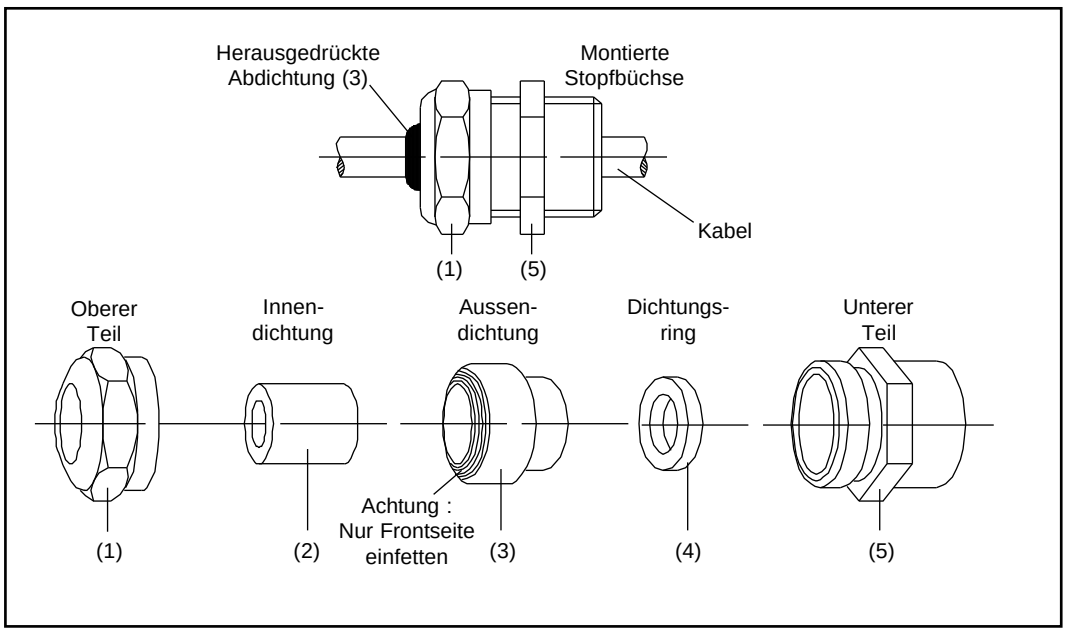

Bild 4-4 : Stopfbüchse (Allgemeine Ansicht und Perspektivdarstellung).
- Kabel durch die Stopfbüchsen des Lastmessverstärkers stossen. Dabei soll folgendermassen vorgegangen werden (siehe auch Bild 4-4) :
- Element (1) im Gegenuhrzeigersinn losschrauben. Das Element (5) soll dabei nicht vom Gehäuse entfernt werden.
- Dichtungen (2) und (3) aus Element (1) herausnehmen(die Elemente (2) und (3) ermöglichen ein Anpassen der Stopfbüchse an die verschiedenen Kabeldurchmesser). Das Element (2) kann vom Element (3) durch Herausdrücken getrennt werden.
- Kabel durch Elemente (1), (2) (wenn eingesetzt), (3), (4) und (5) hindurchstossen.
- Elemente der Stopfbüchse zusammenmontieren und fest anziehen. Damit die erwünschte Dichtheit erreicht wird, muss Element (3) mit Silikon eingefettet und Element (1) so angezogen werden, dass die Abdichtung herausragt.